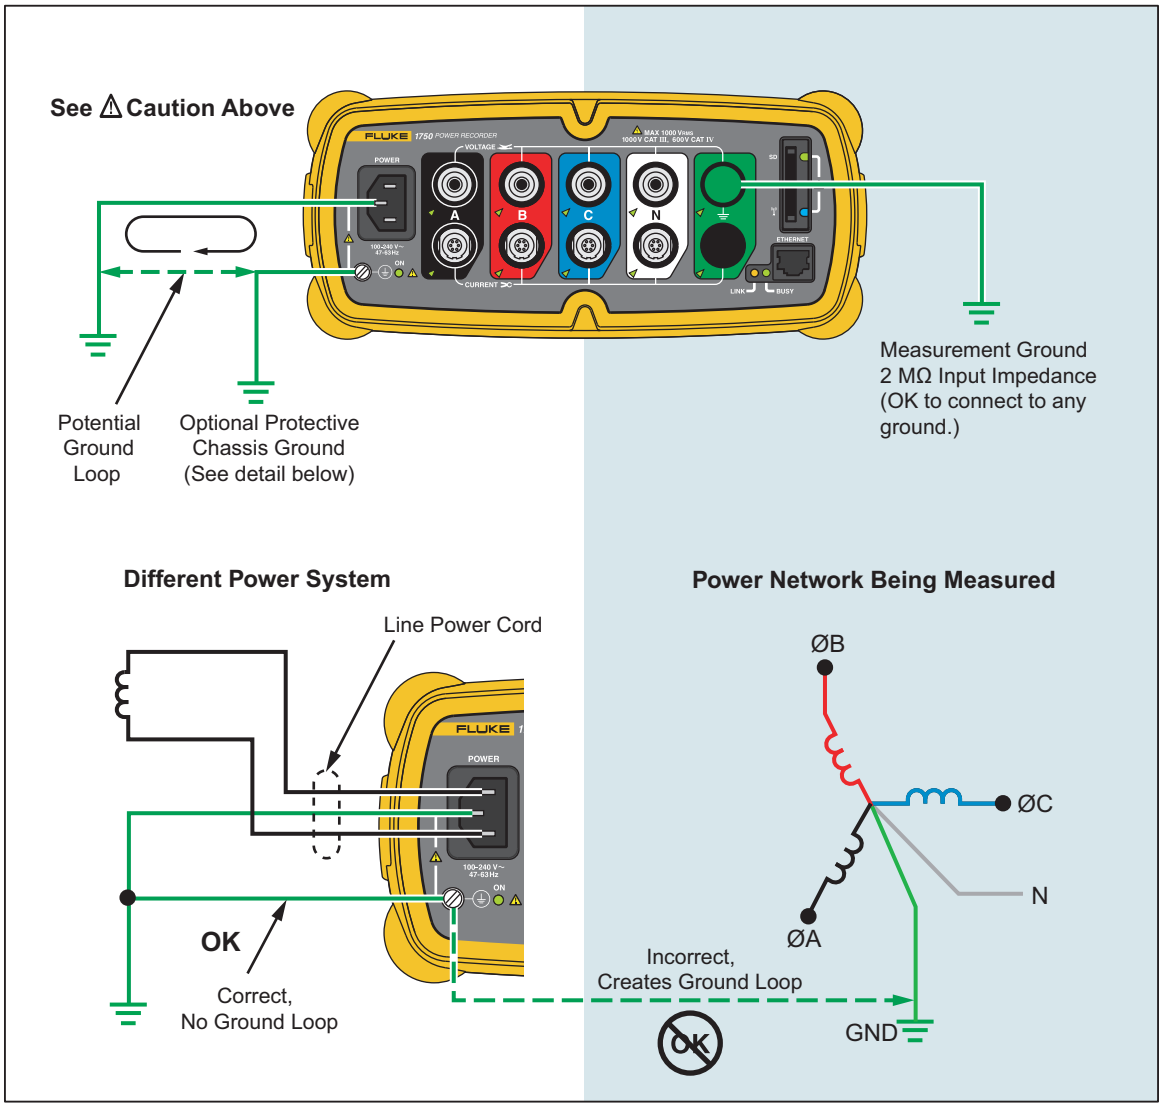

Figure 3. Connecting the Supplemental Ground Terminal
③	Five voltage measurement inputs
④	Removable Secure Digital (SD) memory card for transfer of large quantities of data. You can remove the card from the Recorder, insert in the PDA and transfer data to the PC via the "synchronize data" feature of the PDA. A USB SD card reader may also be used.
⑤	SD status indicator Blinking green — Reading from SD card – do not remove the card Blinking orange — Writing to SD card – do not remove the card Off — No active SD card operation – you can safely remove the card
⑥	Wireless Controller Status Indicator Blinking — Wireless controller communicating Off — Inactive
⑦	Ethernet port. TCP/IP via Ethernet is used to connect the Recorder to a PC for downloading recorded data, and for configuring the Recorder when not using the PDA. This is the recommended method of data transfer due to its speed and reliability.
⑧	Busy Indicator Blinking — Network is busy
⑨	Link indicator Off — No link Steady — Link Present Blinking — Communicating with PC
⑩	Current Measurement Terminals (5)
⑪	Current indicator Steady — Current probe in normal range Blinking — >110 % of probe range, use a higher range probe Off — Current insufficient to measure
⑫	Power LED Steady green — AC input power normal, instrument is not booted or locked Green/Orange blinking — Recording Blinking red — Recorder running on UPS
⑬	Ground Terminal Connecting the supplemental ground terminal and the line cord safety ground to different ground potentials creates a ground loop that can damage the Recorder. To avoid this, use the supplemental ground terminal only when no protective earth ground connection exists through the line power cord. If there is any chance that a safety ground connection does exist through the line power cord connection, make sure to connect the supplemental ground terminal only to the ground system used by the ac receptacle that powers the Recorder. See Figure 3.